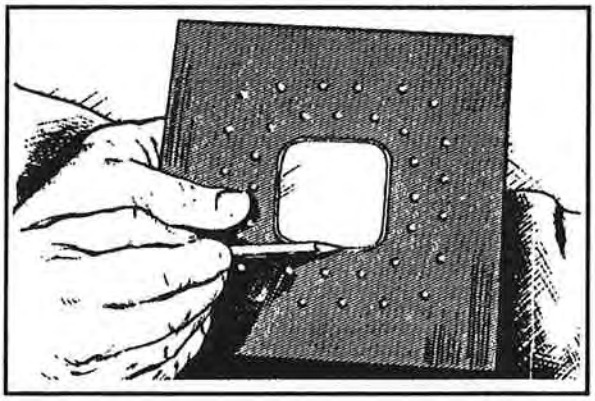

Figure 8-23. Erecting cutline on filler
- Place the filler material behind the skin and erect a cutline on the filler (Figure 8-23).